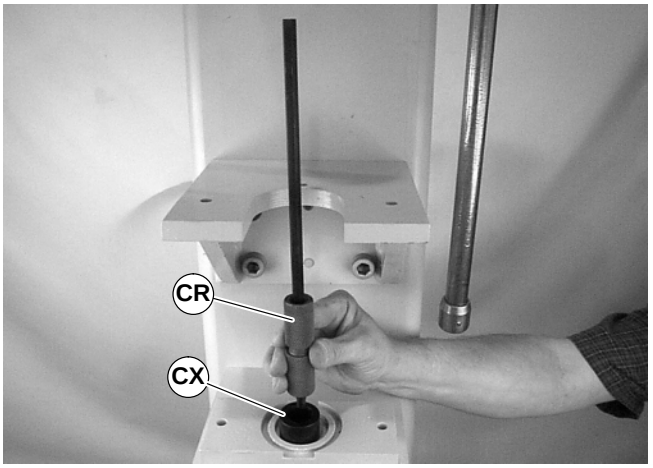

Abbildung 41
4. Den Lageramboß / das Lagerausbauwerkzeug so ausrichten (Teilnr. 25–09) (CX siehe Abbildung 41), daß die Vertiefung nach oben zeigt, dann die Antriebsrolle (CR) auf das Werkzeug legen.